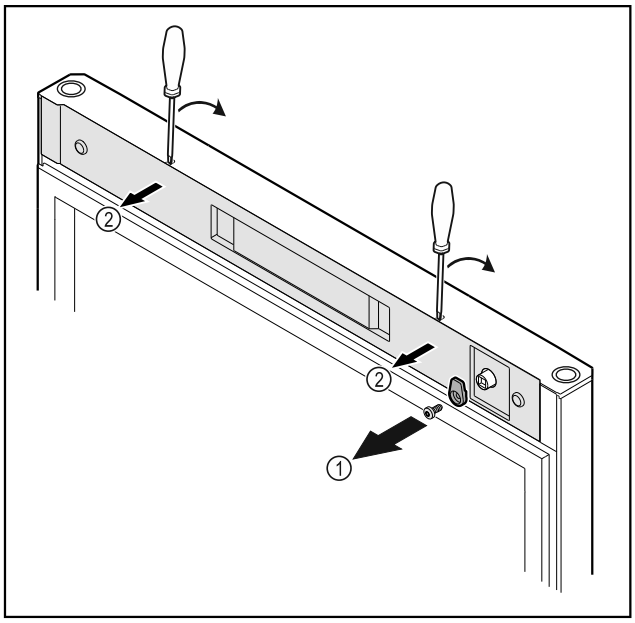

Fig. 16
▶ Desatornillar el gancho de cierre *Fig. 16 (1)*.
▶ Desencajar la cubierta *Fig. 16 (1)* con un destornillador pequeño y retirarla.